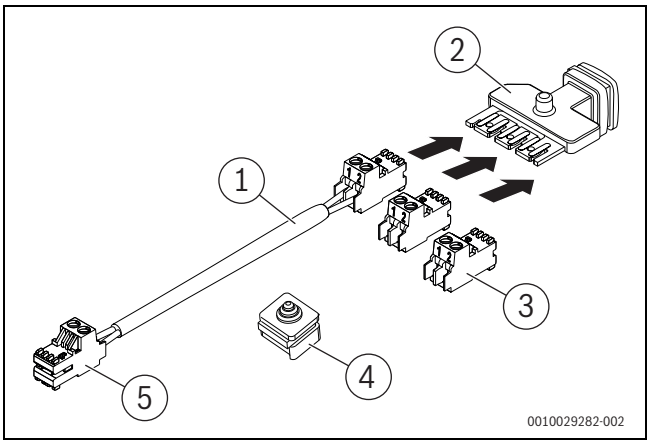

Rys. 112 Zakres dostawy osprzętu dodatkowego CS 37
- Kabel (→ rys. 112, [1]) podłączyć wtykami do listwy EMS-BUS (→ rys. 112, [2]).
- Oba wtyki (→ rys. 112, [3]) wpiąć w gniazda listwy EMS-BUS (→ rys. 112, [2]).
- Listwę EMS-BUS (→ rys. 112, [2]) wtykami w dół wsunąć w otwory na przepusty kablowe.
- Zamontować dostarczony przepust kablowy (→ rys. 112, [4]).